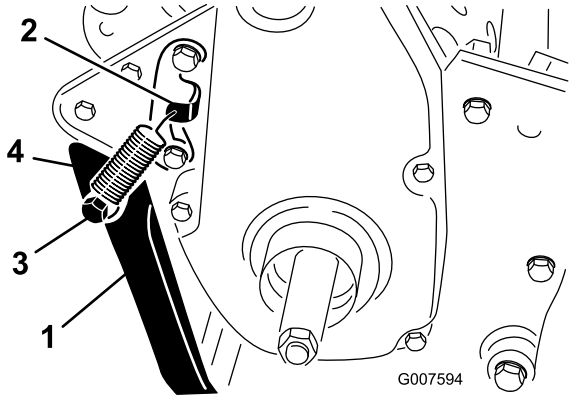

Figuur 6
2. Bevestig de veer in de opening in de veerbeugel en op de veersteun terwijl u de kick-standaard recht voor de montageopeningen in het achterframe houdt (Figuur 6).
3. Bevestig de kickstandaard aan beide zijden van het frame met een bout, afstandstuk, platte ring en borgmoer (Figuur 6)